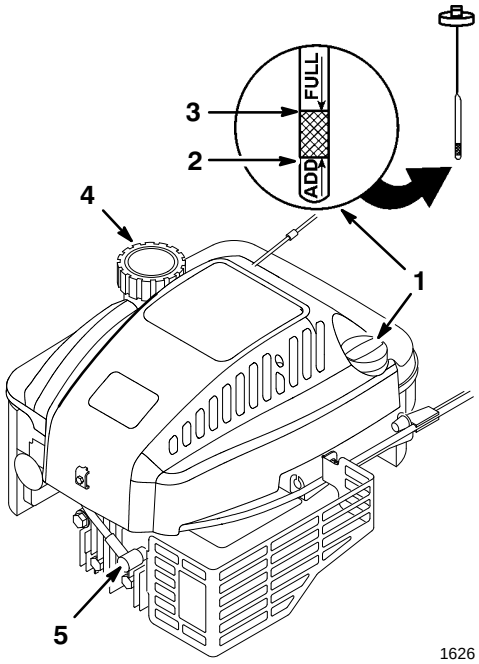

Abbildung 7
Vor jedem Einsatz darauf achten, daß der Ölstand zwischen den Markierungen *Add* und *Full* am Peilstab liegt (Abb. 7).
2. Den Bereich um den Peilstab herum reinigen (Abb. 7).
6. Den Ölstand am Peilstab ablesen (Abb. 7).
1. Das Kabel von der Zündkerze abziehen (Abb. 7).
2. Den Bereich um den Kraftstofftankdeckel herum reinigen (Abb. 7).
3. Den Deckel vom Tank abnehmen (Abb. 7).